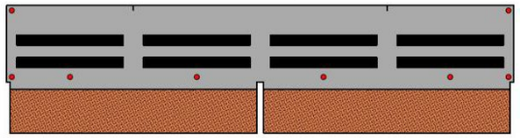

Рис. 12. Схемы расположения гвоздей.
8.1.4 В качестве крепежа фасадной плитки используются гвозди – тип 1 (таблица №1): для серии Брик – 7 гвоздей, для серии Клинкер – 8 гвоздей. Нижний ряд гвоздей фиксируется на расстоянии не более 10 мм от границы нижней клеевой полосы (рисунок 12).